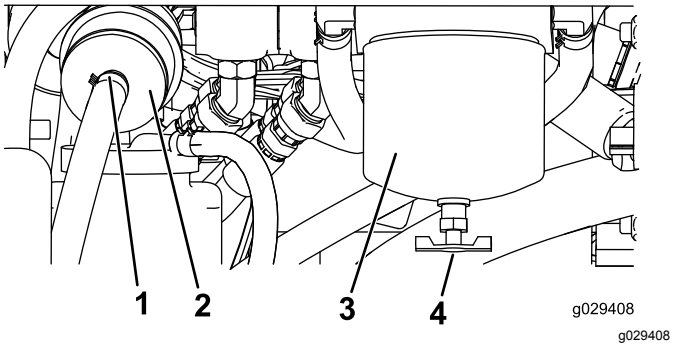

Figuur 51
1. Het brandstoffilter bevindt zich aan de achterzijde van de motor (Figuur 51). Plaats er een opvangbak onder.
1. De brandstoffilters bevinden zich aan de rechterzijde van de motor (Figuur 51). Plaats er een opvangbak onder.
2. Reinig de omgeving van de plaats waar de filterbus wordt gemonteerd (Figuur 51).
3. Verwijder de filterbus en reinig de plaats waar deze wordt gemonteerd (Figuur 51).
5. Monteer de filterbus met de hand totdat de pakking contact maakt en draai deze vervolgens nog een halve slag verder (Figuur 51).
6. Het inlinefilter bevindt zich achter de brandstoffilterbus (Figuur 51). Let op de richting van de pijl op de zijkant van het inlinefilter.
7. Open de klemmen aan de uiteinden van het inlinefilter en schuif de slangen eraf (Figuur 51). Gooi het filter weg.
8. Schuif de slangen over het uiteinde van een nieuw filter (Figuur 51) en zorg ervoor dat de pijl op het filter in dezelfde richting wijst als de pijl op het oude filter.